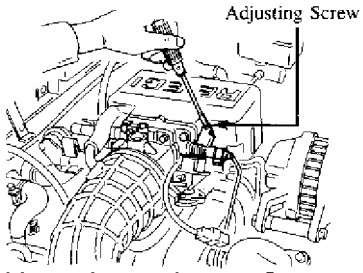

Fig. 3: Adjusting Throttle Sensor
* If neither lamp illuminates, turn the adjusting screw clockwise until only the red lamp illuminates. Then turn the adjusting screw an additional 1/4 turn clockwise. See Fig. 3.